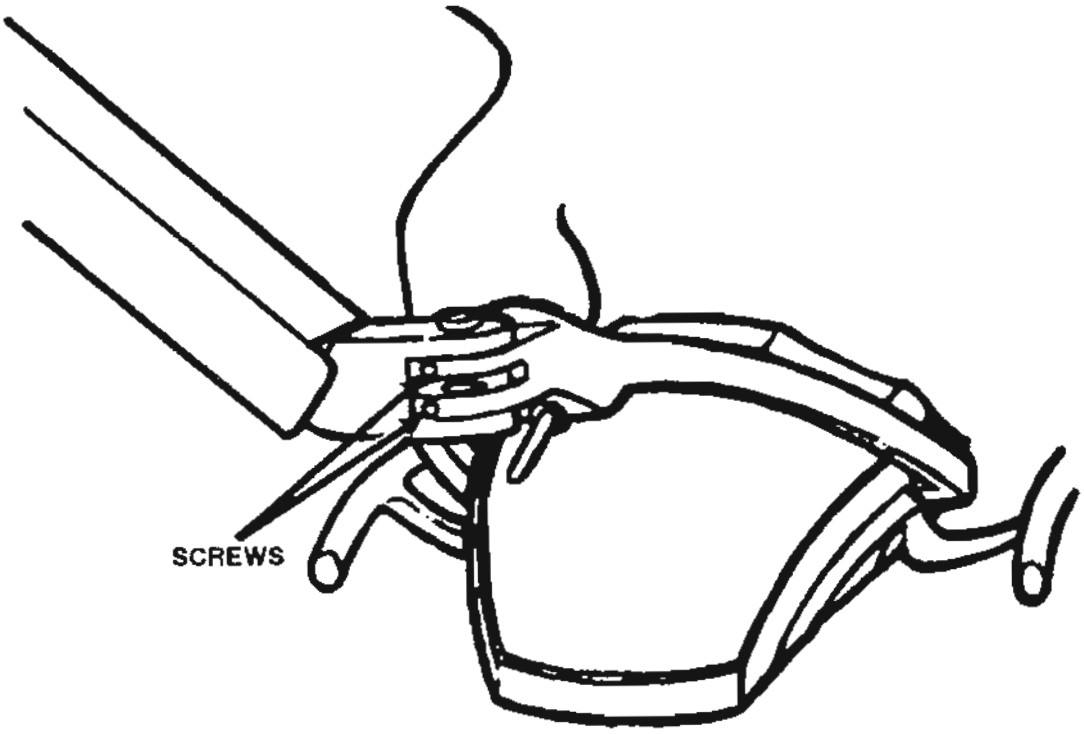

Figure 3-14. Screw removal.
(8) Loosen the two allen screws by turning them counterclockwise (fig 3-14).